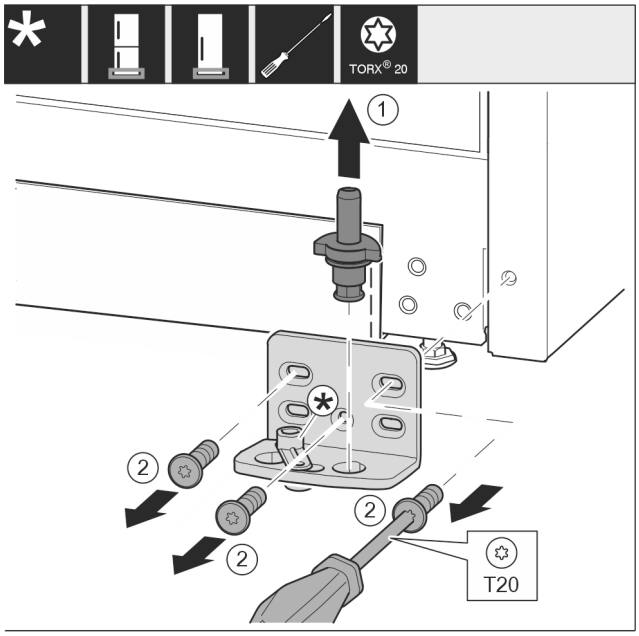

*Fig. 44 **
▶ Extrageți complet bolțul de lagăr *Fig. 44 (1)* în sus.*
▶ Deșurubați șuruburile *Fig. 44 (2)* cu șurubelnița și detașați suportul de lagăr.*